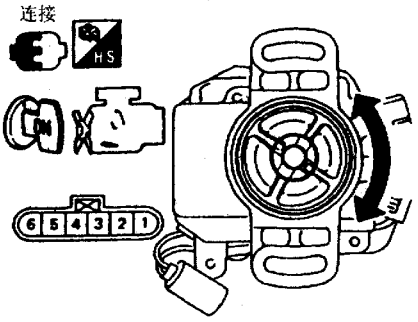

图 8－6－5　测量电压
(1) 从发动机上拆下分电器（凸轮轴位置传感器线束插接件应保留连接，无需拆开）。
(2) 断开点火线，然后将点火开关置于 ON 位置。
(3) 如图 8－6－5 所示，用手缓慢地转动分电器轴并用万用表检查端子③、④与车身搭铁点之间的电压，标准值见表 8－6－2。若不合格，则更换分电器总成（连同凸轮轴位置传感器一同更换）。